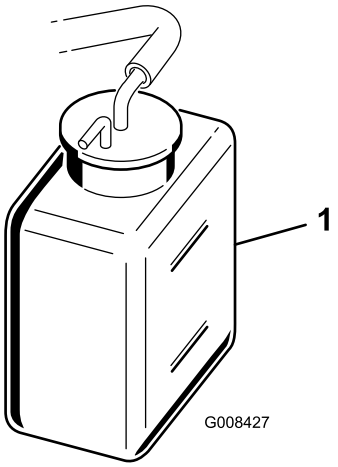

Figuur 30
2. Controleer het koelvloeistofpeil (Figuur 30). Het peil moet tussen de lijnen op de reservetank staan als de motor koud is.